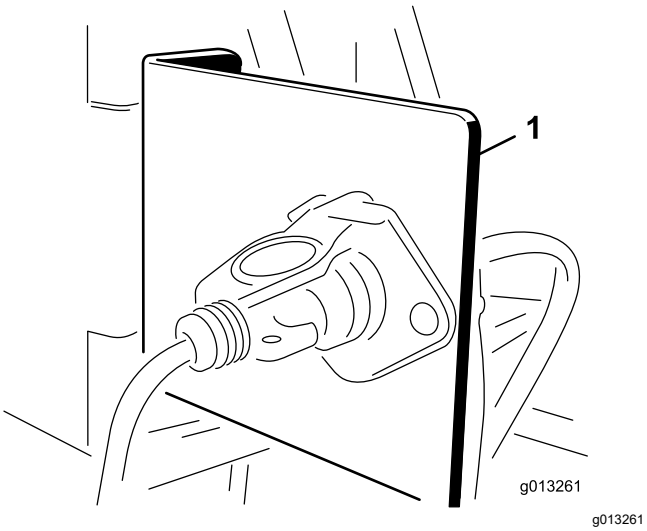

Figur 10
1. Montera uttagsfästet på en fast punkt baktill på bogserfordonet med ett av de medföljande monteringsfästena (Figur 10).